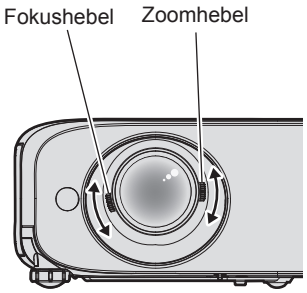

Fig. 1
2) Stellen Sie Zoom und Fokus ein. (Abb. 1)